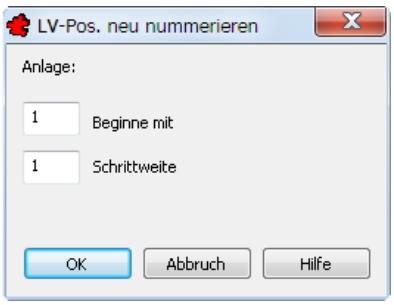

Bild 18.58 – Definition der Nummerierung
- Darauf erscheint die gleichnamige Dialogbox, in der Sie die Anfangsnummer – *Beginne mit* – und die *Schrittweite* definieren können. Belassen Sie es hier bei den Defaults und bestätigen Sie (Abb. 18.58).